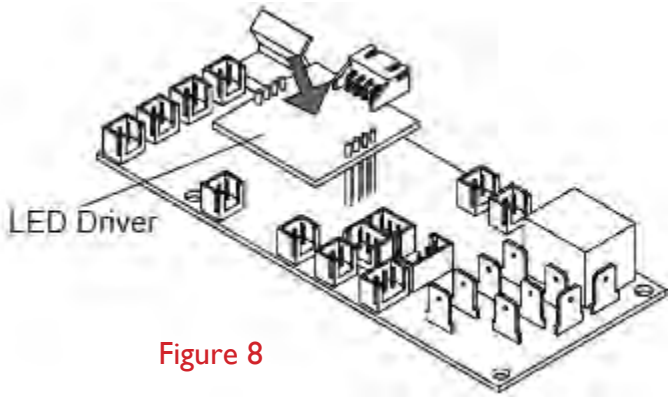

Figure 8
2. Locate and disconnect the the old LED driver board (Figure 8)